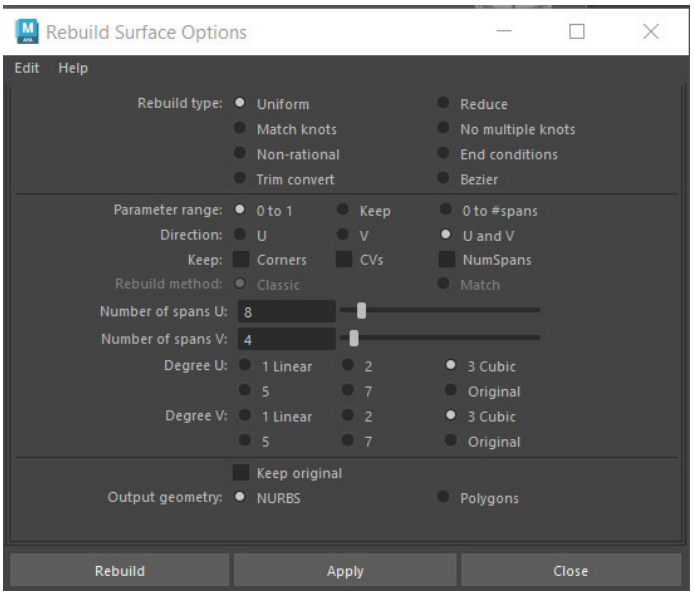

Figure 4-57 *The* ***Rebuild Surface Options*** *window*
9. In the side-X viewport, select the NURBS surface. Now, choose **Surfaces > Edit NURBS Surfaces > Rebuild > Option Box** from the menubar; the **Rebuild Surface Options** window is displayed. Set the parameters in this window, as shown in Figure 4-57, and then choose the **Rebuild** button; the selected surface is rebuilt.